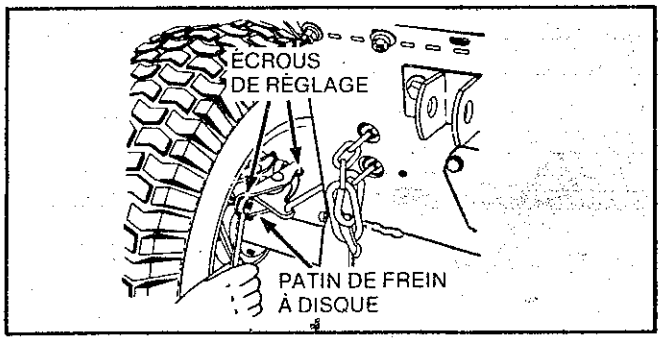

FIGURE 21
2. Serrez les deux écrous à tête hexagonale sur l'un des patins de frein à disque pour régler les freins. (Voir figure 21). Réglez les deux écrous de la même façon en manoeuvrant la roue d'avant en arrière, jusqu'à ce que les freins commencent à offrir une résistance. A ce point, dévissez chaque écrou de 1/8 de tour.